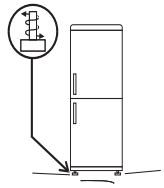

Fig.3
**3** Regolare i piedini per assicurare la stabilità dell'apparecchio ed evitare vibrazioni e rumori (fig3). Se la parte anteriore è più alta del retro, la porta può essere chiusa più facilmente.